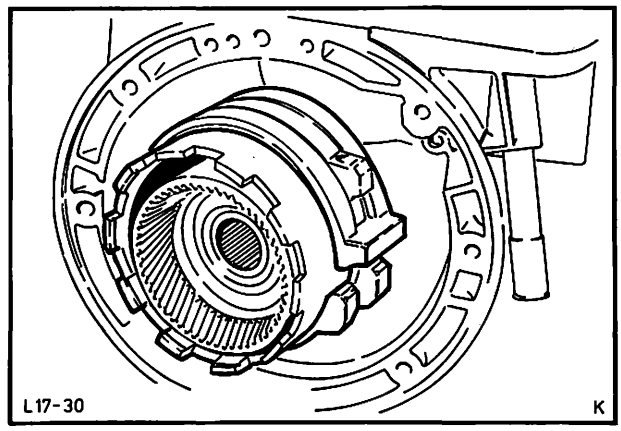

Abb. 55 Hohlrad, Bremstrommel und hinteres Bremsband entfernen
17. Hohlrad, Bremstrommel, hinteres Bremsband und Anlaufscheibe Nr. 7 aus dem Getriebegehäuse herausnehmen. Abb. 55.